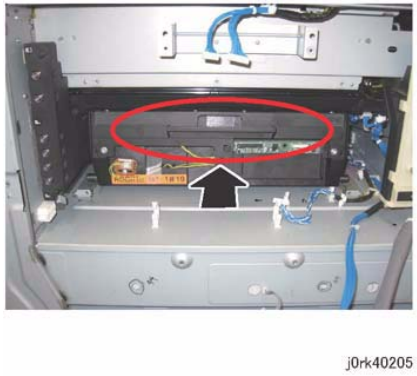

Figure 5 ROS Assy Handle
- *When installing the ROS Assembly, push the handle until it goes all the way in. (Figure 5)*